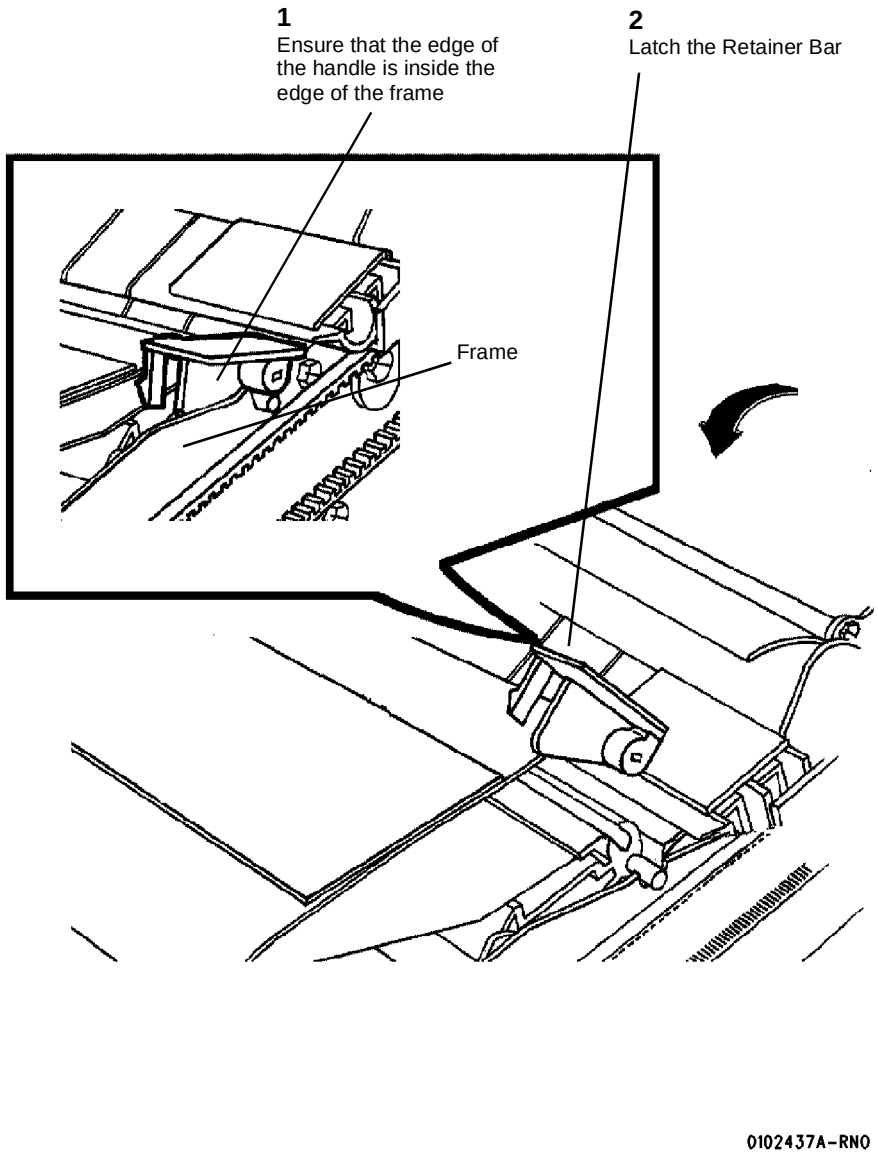

**Figure 2 Reinstalling the Fabric Guide**
1. (Figure 2): Reinstall the Fabric Guide.